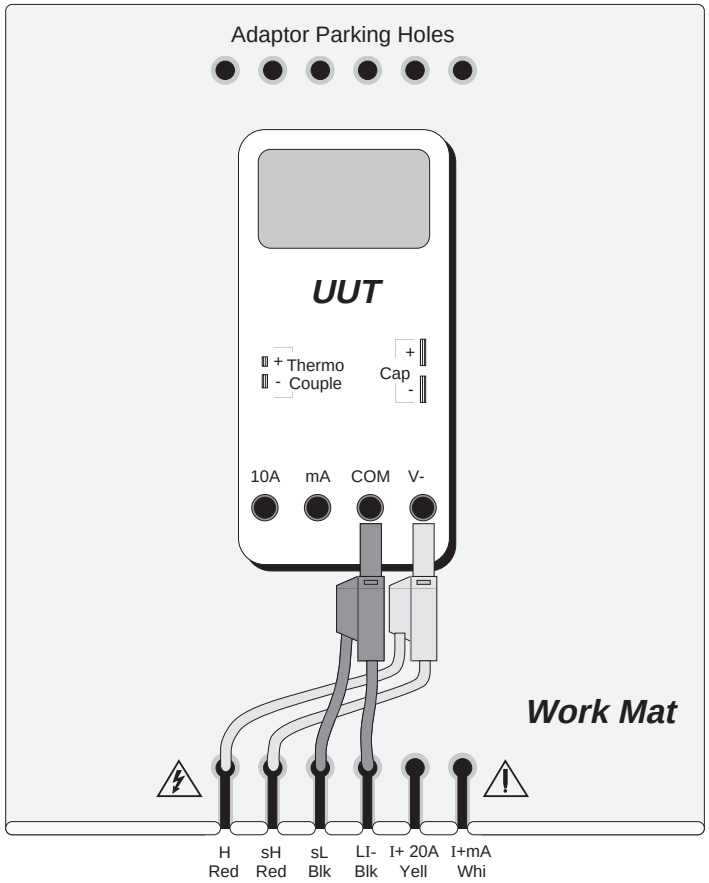

Fig. 4.15.4 Interconnections for UUT RTD Temperature Calibration
The general connection scheme for UUT calibration is illustrated in *Fig. 4.15.4*. The use of either 4-wire remote sensing at the UUT terminals, or 2-wire local sensing at the 9100 terminals, is served by the same connections from the 9105 at the work mat. Selection of 2/4-wire is carried out on the 9100 front panel.
1. **Connections** — Connect the 9100 to the UUT as shown in *Fig. 4.15.4*, and ensure that both instruments are powered ON and warmed up.